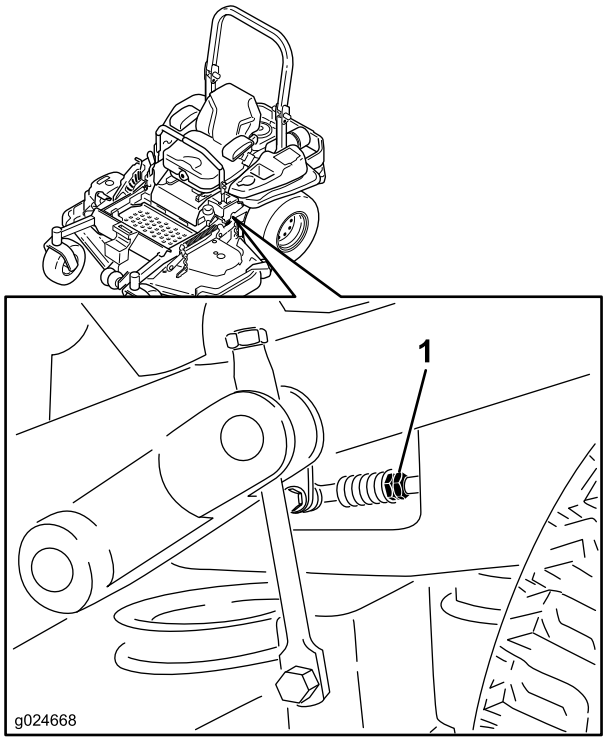

Figur 76
8. Justera längden på pumpens reglerstav genom att vrida de dubbla muttrarna på staven i lämplig riktning tills hjulen står stilla eller långsamt kryper bakåt (Figur 76).